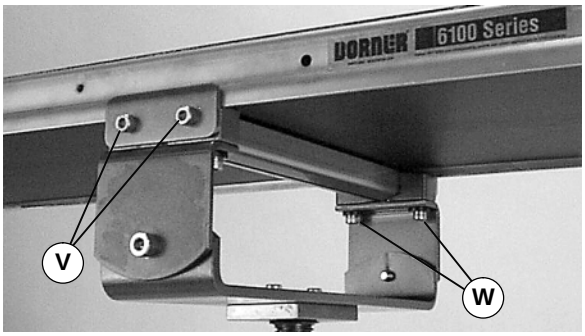

Abbildung 15
3. Die Klemmplatten zu beiden Seiten des Förderers befestigen (Abbildung 15). Die Schrauben (V) mit 9 Nm festziehen.